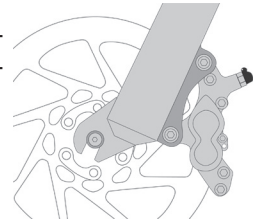
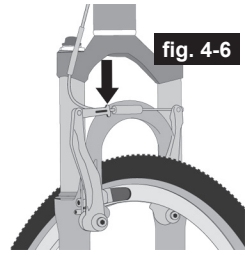
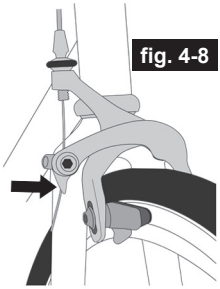
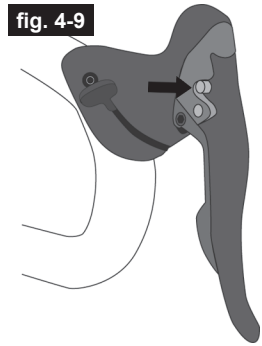

fig. 4-5
fig. 4-6
fig. 4-8
fig. 4-9
1. If your bike has rim brakes, disengage the brake's quick-release mechanism to increase the clearance between the tire and the brake pads (See "Brakes" on page 30, fig. 4-5 through fig. 4-9).
2. If your bike has rim brakes, disengage the brake's quick-release mechanism to increase the clearance between the wheel rim and the brake pads (see "Brakes" on page 30, fig. 4-5 through fig. 4-9).
- **Some bicycle brakes, such as disc brakes (fig. 4-5) and linear-pull brakes (fig. 4-6), are extremely powerful. Take**
Most rim brakes have some form of quick-release mechanism to allow the brake pads to clear the tire when a wheel is removed or reinstalled. When the brake quick release is in the open position, the brakes are inoperative. Ask your dealer to make sure that you understand the way the brake quick release works on your bike (see fig. 4-6 through fig. 4-8) and check each time to make sure both brakes work correctly before you get on the bike.